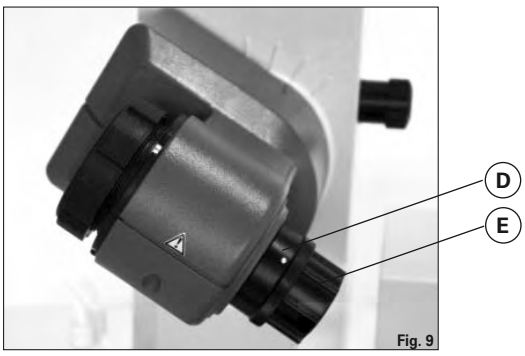

Fig. 9
☞ Open the locking device on the drive head by turning it 60° counter clockwise (D), (fig. 9).